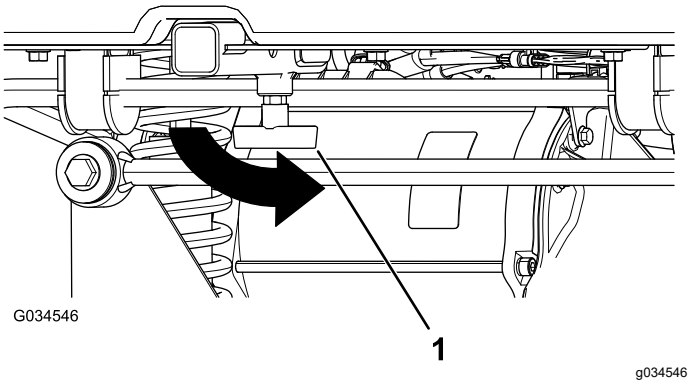

**Figuur 18**
4. Zet de T-hendel vast door deze linksom te draaien (Figuur 18).